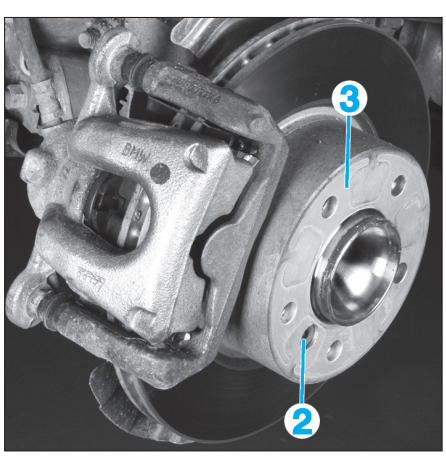

Fig. 8
• Déposer la vis (2) et enlever le disque de frein (3) **(Fig.8)**.
• Déposer la vis (3) et enlever le disque de frein (4) **(Fig.8)**.